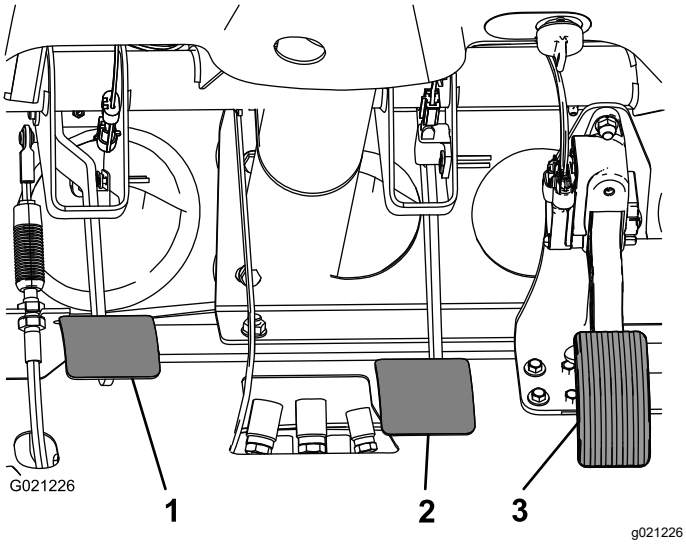

Figur 66
2. Slipp opp bremsepedalen (Figur 66) til den kommer i kontakt med rammen.
3. Løsne låsemutterne som fester krysshodet til hovedsylinderstangen (Figur 66).